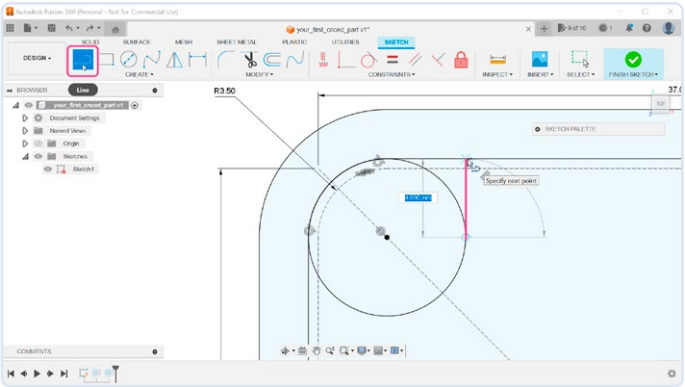

Figuur 10. De steun vormgeven met het Line-gereedschap.
10. Het min of meer wigvormige gebied tussen de cirkel en de wand is wel erg smal (**figuur 10**) en is zo moeilijk te fabriceren. We kunnen het sluiten door meer vormen te tekenen met een lijngereedschap. Selecteer in de werkbalk het *Line*-gereedschap en beweeg de cursor naar het middelpunt van de cirkel. Blijf daarna de muiscursor naar rechts bewegen tot je bij de cirkel zelf komt. Teken daar het eerste punt van de lijn. Verplaats de muiswijzer naar boven tot je bij de wand bent. Teken daar een tweede punt van de lijn. Zorg ervoor dat de beweging min of meer een rechte lijn volgt – Fusion 360 zal dan automatisch de nodige constraints toevoegen.